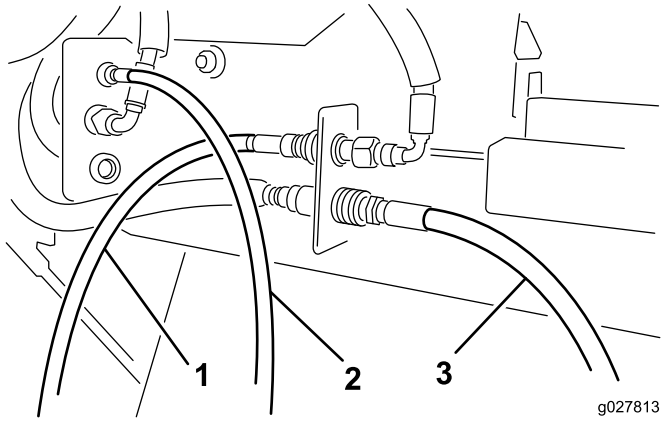

Figura 5
5. Ligue os acopladores rápidos do tubo do motor hidráulico aos acopladores do Versa-Vac como se mostra na Figura 5.